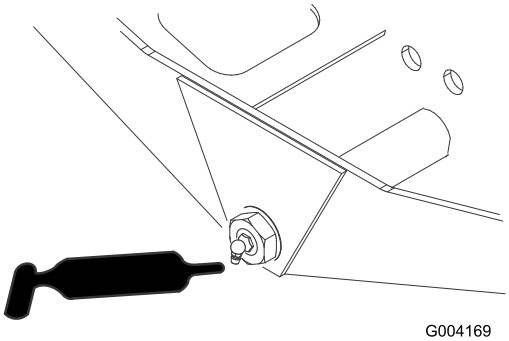

Figuur 47
- Draaipunt van asbesturing (1) (Figuur 47)